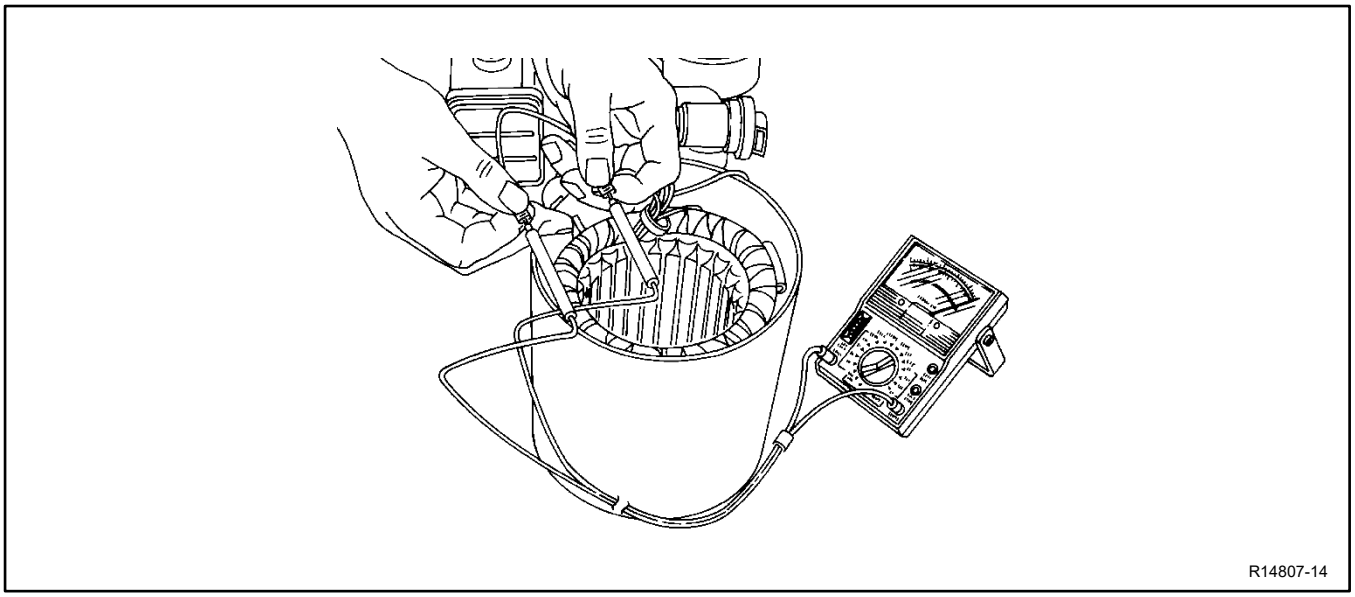

Figure 62 Testing Stator Windings
5. To check for stator continuity, set the ohmmeter on R x 1 scale. First set the ohmmeter zero by holding the red and black meter leads together and setting the ohmmeter reading to zero. Then check the stator continuity by connecting the meter leads to the stator leads as shown in Figure 62.